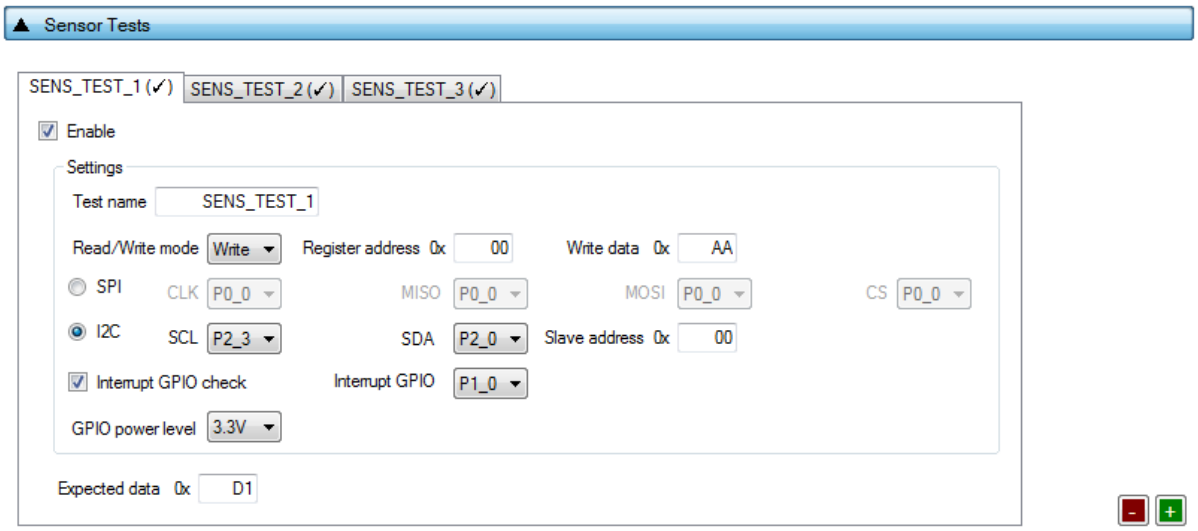

**Figure 95: Sensor Test - DA1469x**
*Sensor Tests* can have multiple instances with different settings. Tests can be added and removed using the two buttons (e.g. and in Figure 95) at the bottom right side of each panel.